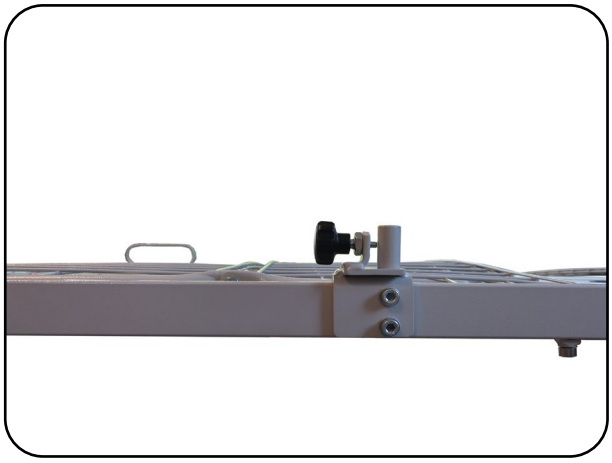

Abb. 6.4.03 - Seitengitteraufnahme montiert
3. Befestigen Sie die Seitengitteraufnahme mit den Zylinderkopfschrauben M8 x 16 mit Scheiben in den Gewindebohrungen an dem Liegeflächenrahmen (Abb. 6.4.03).